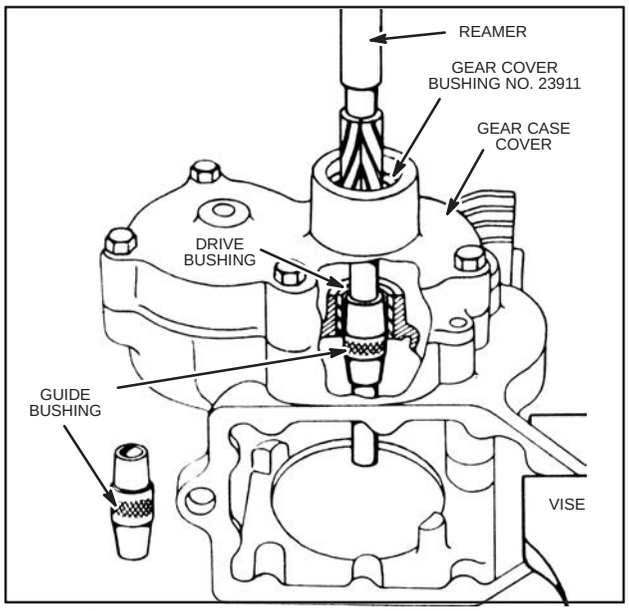

Fig. 117 – INSERTING GUIDE BUSHING
5. Insert reamer as shown in Fig. 117. Ream to .750"-.7515". Continue to turn reamer to right while removing it from bushing.